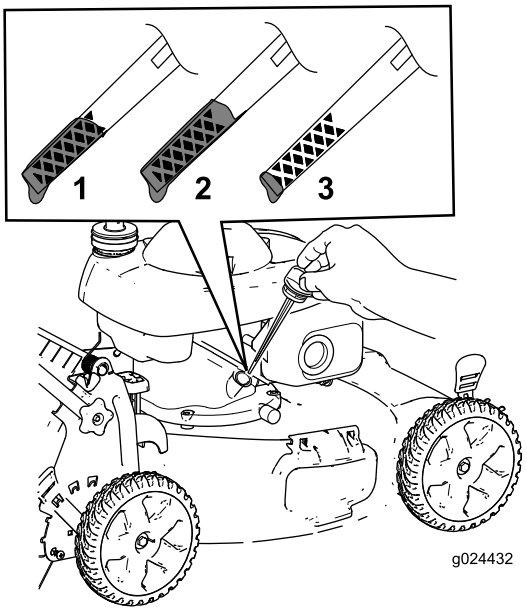

Figura 9
2. Retire la varilla (Figura 9).
5. Observe en la varilla el nivel de aceite (Figura 9).